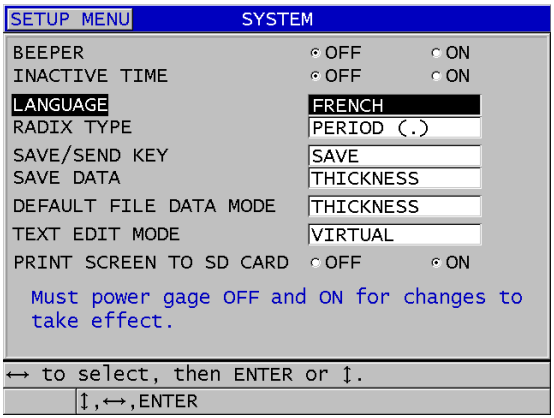

Rysunek 4-1 Wybór języka interfejsu użytkownika
3. Na ekranie **SYSTEM** (patrz Rysunek 4-1 na stronie 70):